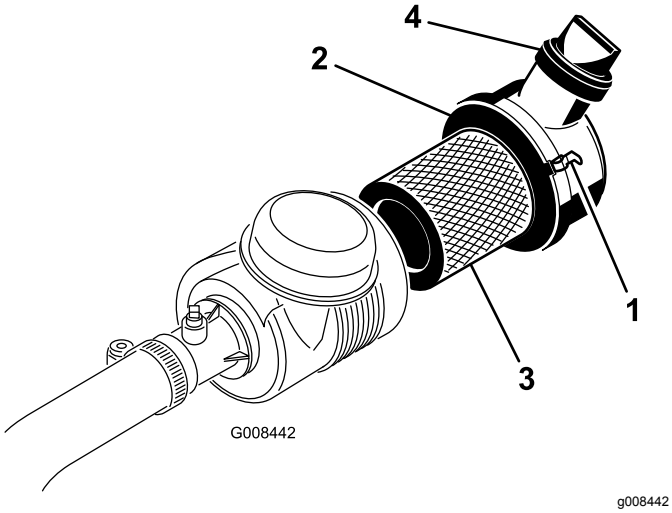

Figur 38
1. Lossa spärrhakarna som fäster luftrenarkåpan på luftrenarhuset (Figur 38).
7. Sätt tillbaka kåpan och säkra spärrhakarna (Figur 38).